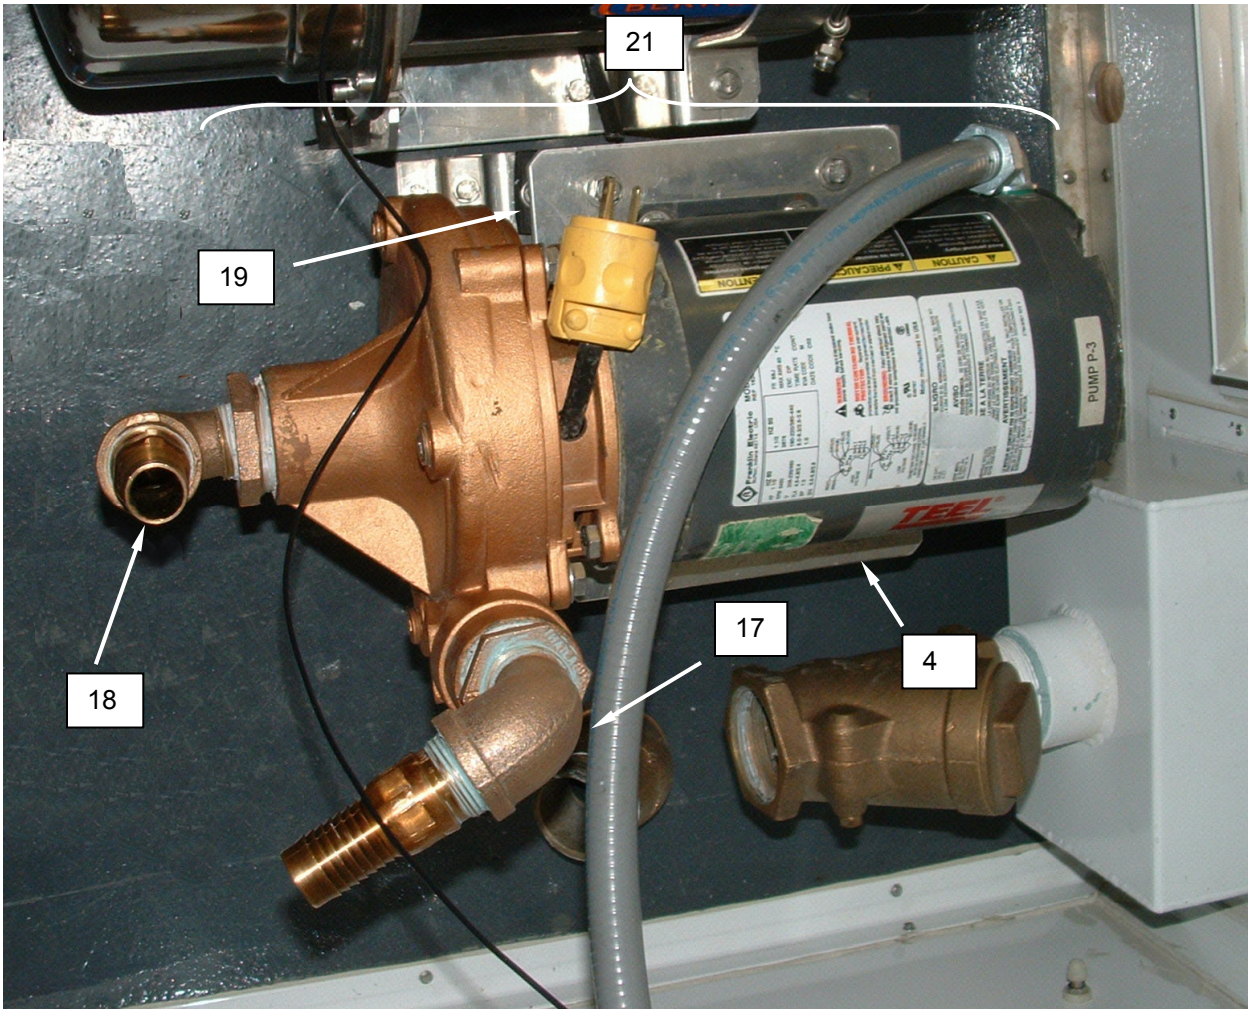

Figure 6. Replace the P-3 Pump Assembly.
6. Note alignment of pump suction fittings **(Figure 6, Item 18)** and unscrew fittings as an assembly from the pump housing.
19. Install pump suction fittings **(Figure 6, Item 18)** as an assembly, and ensure alignment is correct.